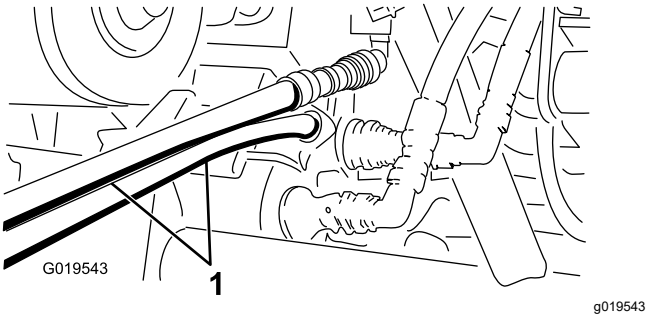

**Bild 73**
5. Schließen Sie an der anderen Maschine die zwei Schläuche an der Kupplung an, die sich noch in der Kupplungshalterung befindet (schließen Sie den oberen Schlauch an die obere Kupplung und den unteren Schlauch an der unteren Kupplung an) (Bild 73).